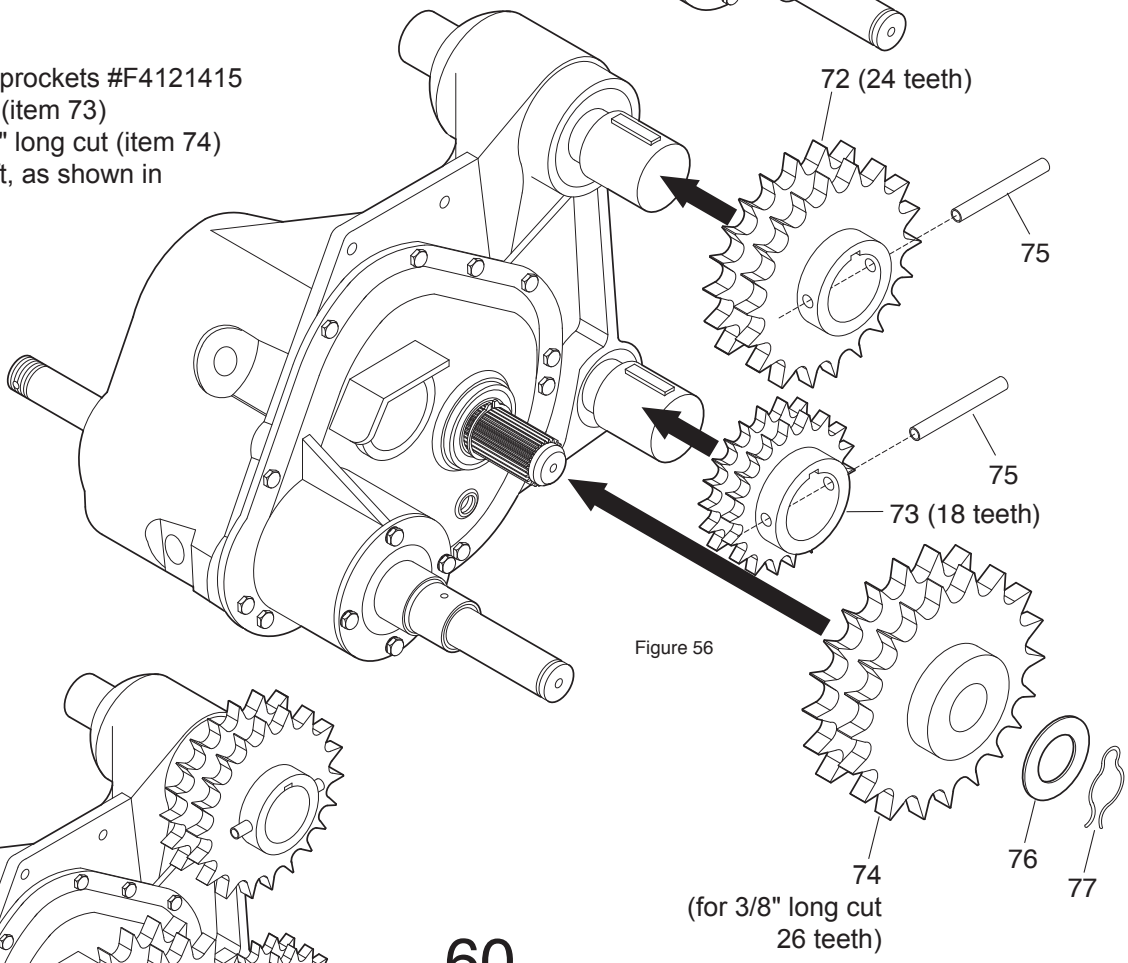

Figure 56
Install the three chain sprockets #F4121415 (items 72), #F4121414 (item 73) and #F4122375W - 3/8" long cut (item 74) on the appropriate shaft, as shown in figure 56.
Secure the chain sprockets (items 72 and 73) with spring pins #GR516X312 (items 75). Secure the chain sprocket (item 74) using a flat washer #F4122426 (item 76) and a pin #F4122425P (item 77). Figures 56 and 57 show how the three chain sprockets must be installed. IMPORTANT: The three chain sprockets must be aligned together.